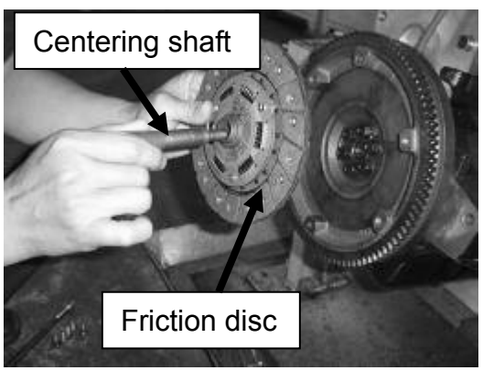
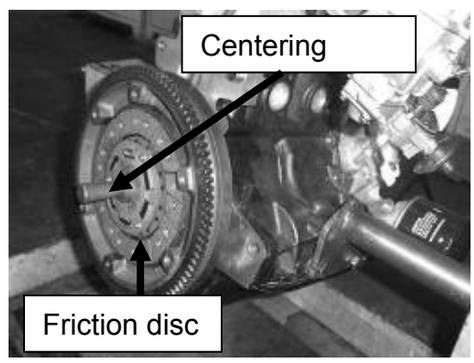

Figure 45
Figure 44
10. Insert the aligning shaft into the hole; align new friction plate to the flywheel of engine (**See** Figure 44**,**Figure 45).